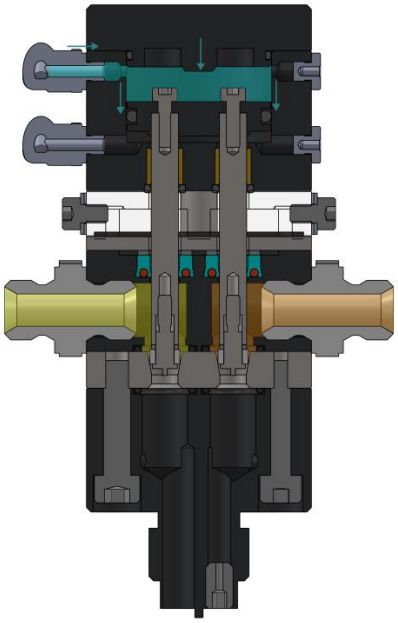

Abbildung 02 – Ruhestellung
- Die Fluide sind bereit, aus ihren jeweiligen Kammern auszutreten (Abbildung 02);
- Wenn die Dosierung beendet werden soll, wird der Dosierbefehl entfernt; das Ventil schließt dann die Nadeln und die volumetrische Dosierung wird unterbrochen, einschließlich der volumetrischen Anlage (Abbildung 02).